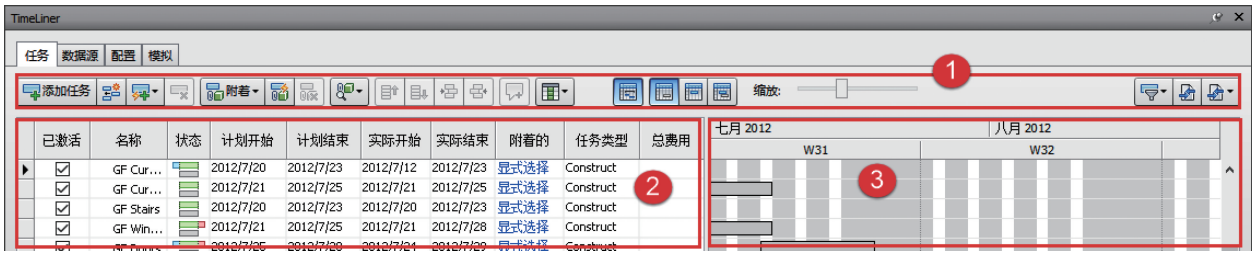

图　9-2
单击【任务】选项卡，如图 9-2 所示，这个选项卡中包括工具栏和两个窗格。左侧窗格被称为任务视图，右侧窗格被称为甘特图视图。通过该选项卡可以创建和管理项目任务。
### 1. 工具栏（图 9-2 中的①号位置）
### 2. 任务视图（图 9-2 中的②号位置）
### 3. 甘特图视图（图 9-2 中的③号位置）